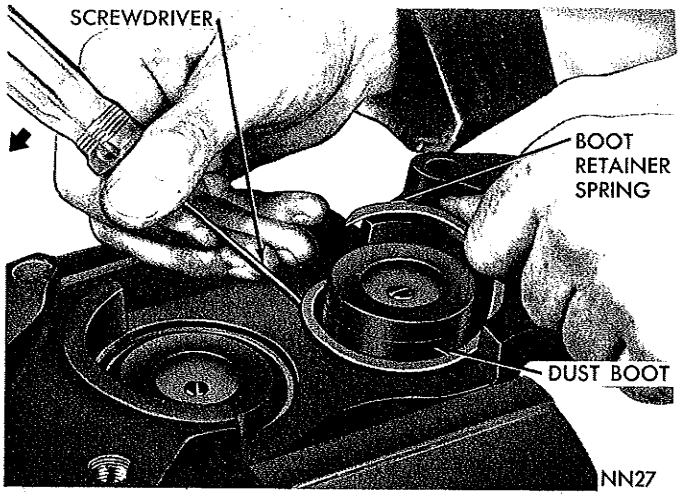

*Fig. 6—Removing the Piston Dust Boot Retainer Spring*
(1) Drain caliper, then place caliper assembly in a vise. Remove piston compression Tool C-3992 and four bolts that hold two halves of caliper together.
(2) Separate halves and remove two crossover seals.
(3) Using a small screwdriver, pry out exposed end of piston dust boot retainer spring and uncoil from its groove to release dust boot (Fig. 6).